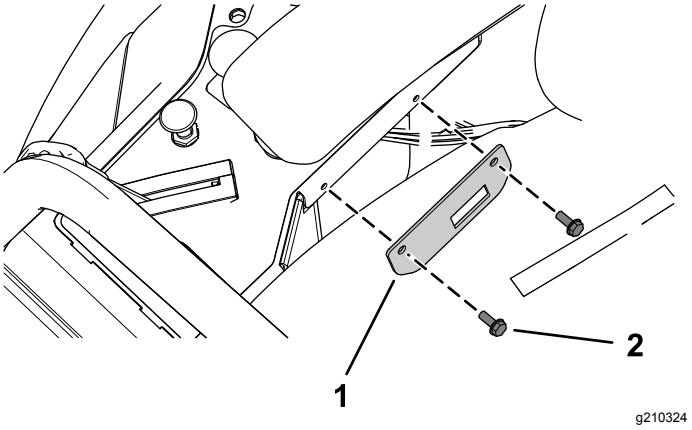

Figuur 7
1. Monteer de beugel van de lichtschakelaar met de 2 zelftappende schroeven (nr. 10 x ½") zoals in Figuur 7.